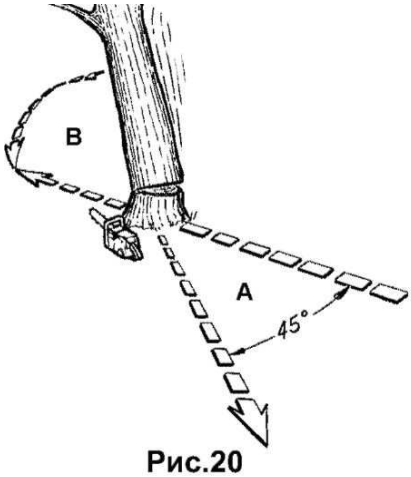

Рис.20
• Траектория **B** (рис.20) и место падения дерева должны быть заранее выбраны и расчищены. Территория расчистки должна быть расширена назад и под углом к ожидаемой линии падения, (сектор **A** на рис.20).